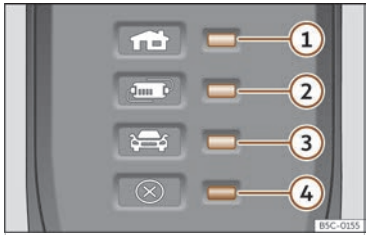

Fig. 64 On the charging cable for power sockets: Control lamps on the protection device.
>>> **Fig. 64**:
The electronic protection device >>> **Fig. 64** ensures that the charging connector does not receive current until it is plugged in to the vehicle's charging connector.
One or more control lamps >>> **Fig. 64** ①, ② o ③ light up green.
Display >>> Fig. 64	Meaning
①, ④ flashing	The housing connector has overheated.
②, ④ flashing	The protection device has overheated.
If the charging process continues with a lower current, both the operating indicator and the warning lamp ››› Fig. 64 ④ flash red.
- If it disconnects again, or the charging current reduces and the cause does not seem to be exposure to an external heat source, make sure that the green control lamp is flashing ››› Fig. 64. Visit a specialised CUPRA dealer or any SEAT network dealer to check the charging cable. Get an establishment that specialises in electrical installations to check the infrastructure connection.
If the red warning light ④ flashes or turns on without one of the control lamps ››› Fig. 64 ①, ② o ③ also turning on continuously on the status indicator, there is a fault.
Display ››› Fig. 64	Meaning